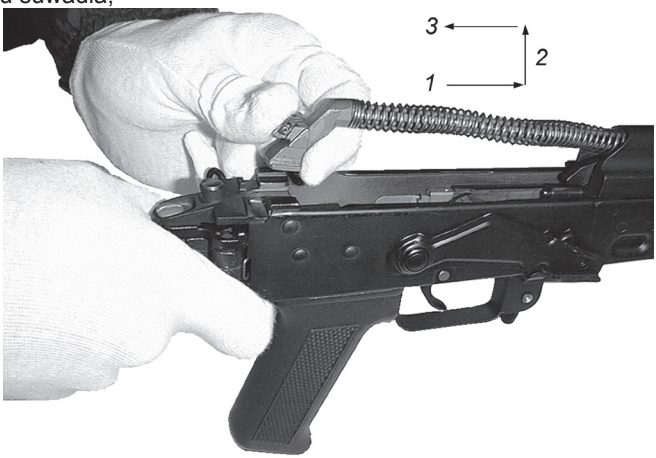

Rys. 71. Odłączanie urządzenia powrotnego
- unieść tylny koniec prowadnicy sprężyny powrotnej (rys. 71) i wyjąć mechanizm powrotny z otworu suwadła;